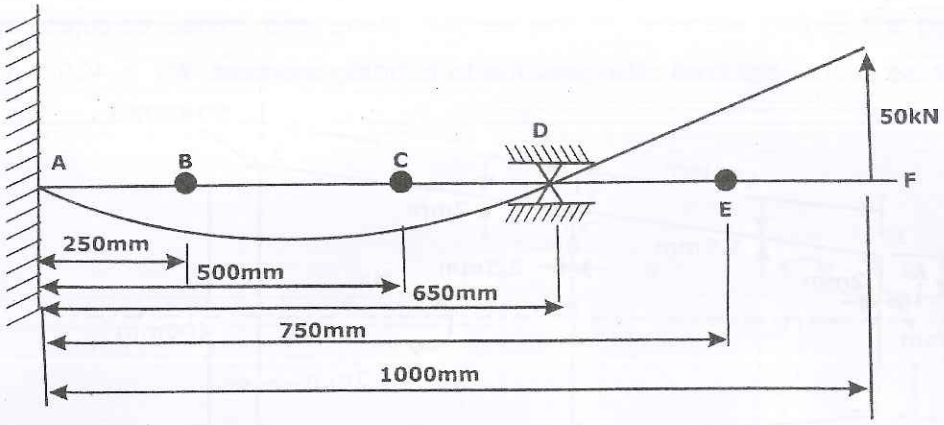

Fig.7
b. A cantilever beam 1000 mm long with a prop 650mm from the wall deflects in accordance with the following observations when a point load of 50 N is applied to its end. (Fig.7)